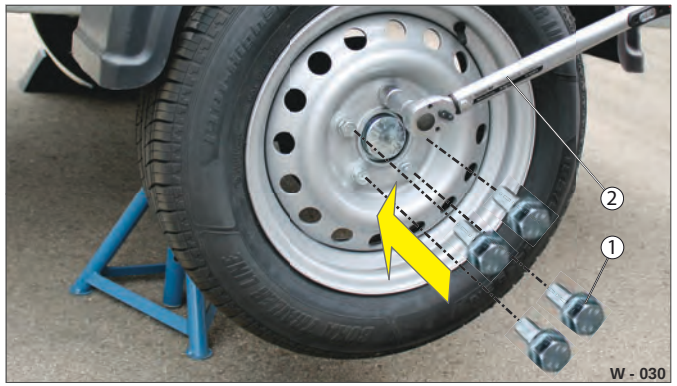

Fig. 32 Montering af reservehjul
▶ Skru reservehjulet på (håndfast) med de samme hjulbolte (Fig. 32 /1) over kryds.